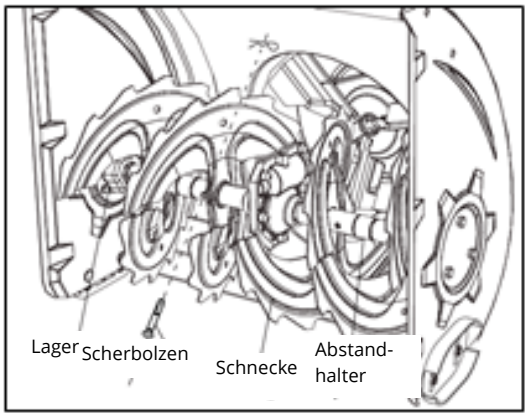

Abb. 35
- Die Schnecke ist mit zwei Scherbolzen und Splinten an der Spiralwelle befestigt. Sollte die Schnecke auf einen Fremdkörper oder Eis treffen, ist sie so konstruiert, dass die Bolzen brechen. Siehe Abbildung 35.